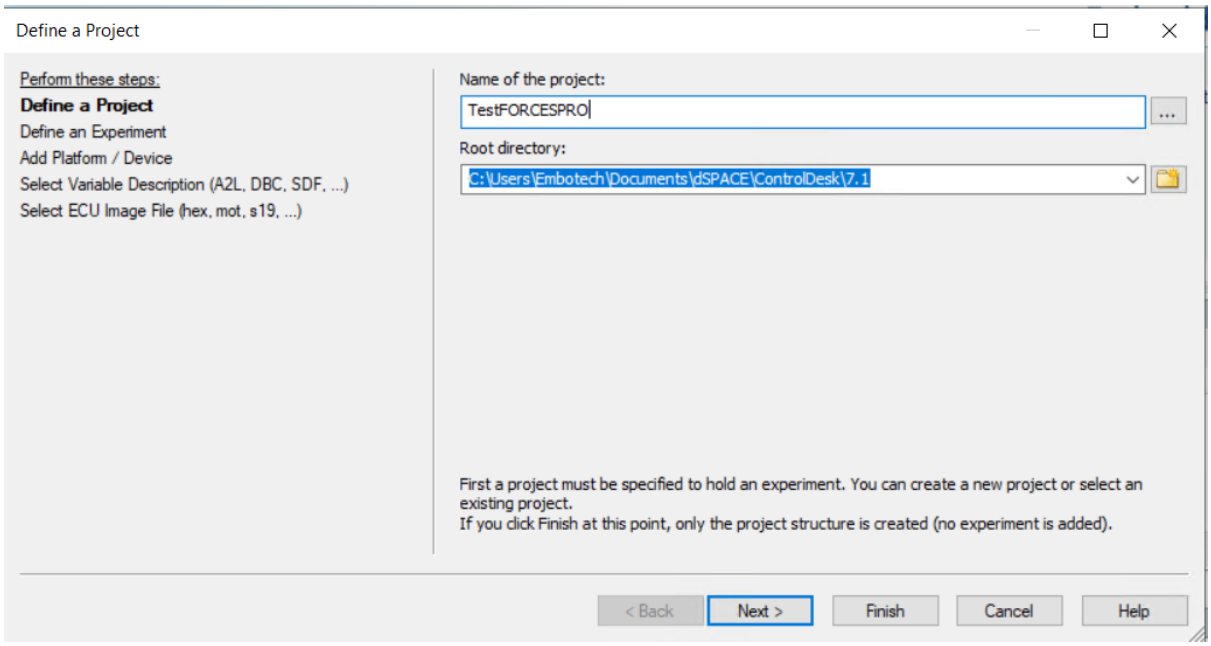

Figure 10.49: Start a new project and name it.
2) Open dSpace Control Desk and select create new project and name it (see Figure 10.49).